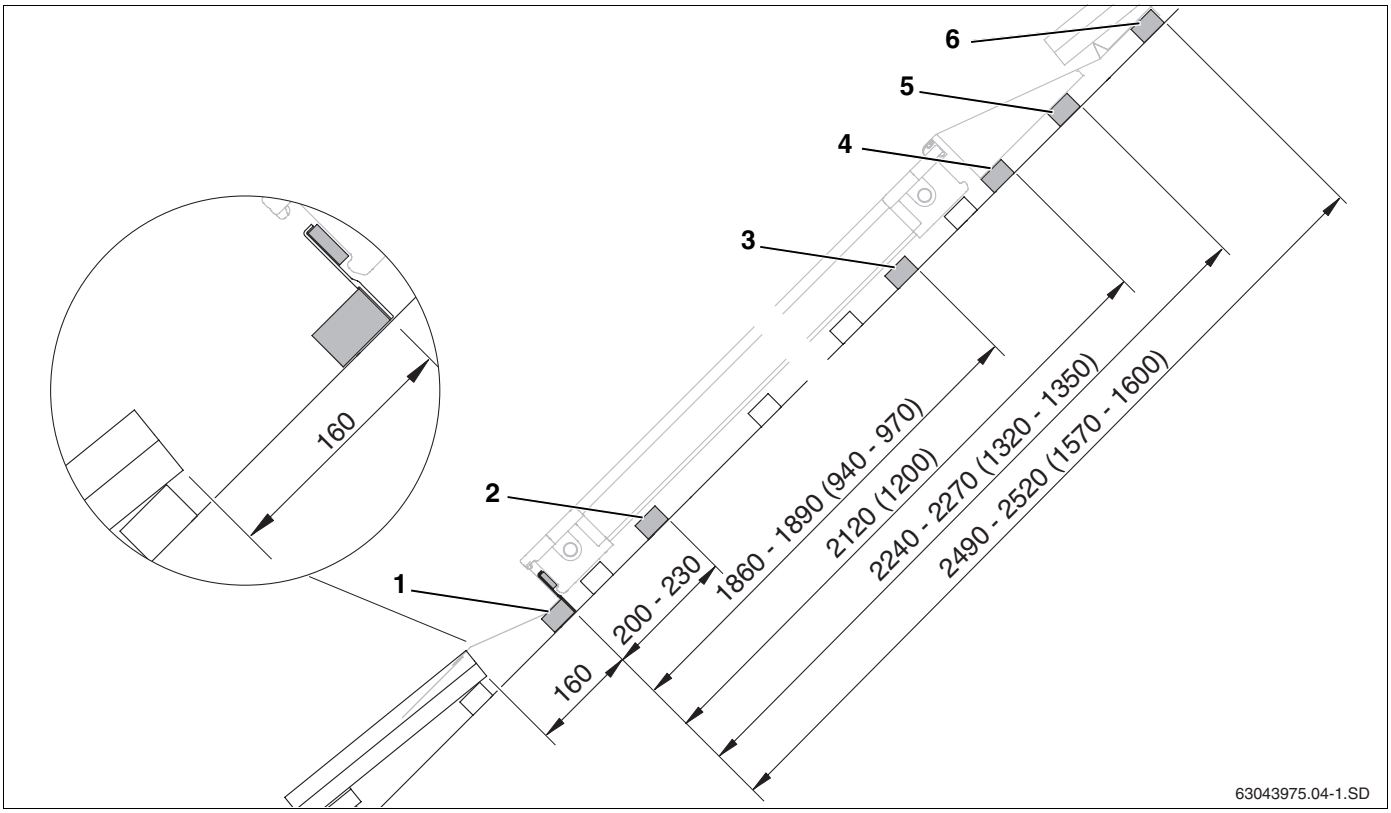

Abb. 14 Abstände der zusätzlichen Dachlatten bei einreihiger Montage (Maße in mm, Werte in Klammern = waagerechte Ausführung)
- Erste Dachlatte mit den Abrutschsicherungen anbringen (Abb. 14, **Pos. 1**).
- Zweite Dachlatte für die seitlichen Niederhalter unten anbringen (Abb. 14, **Pos. 2**).
- Dritte Dachlatte für die seitlichen Niederhalter oben anbringen (Abb. 14, **Pos. 3**).
- Vierte Dachlatte zur Unterstützung des Styroporkeils der oberen Abdeckbleche anbringen (Abb. 14, **Pos. 4**).
- Fünfte Dachlatte zur Unterstützung der oberen Abdeckbleche anbringen (Abb. 14, **Pos. 5**).
- Sechste Dachlatte zur Unterstützung und Befestigung der oberen Abdeckbleche anbringen (Abb. 14, **Pos. 6**).
Bei der mehrreihigen Montage sind die Dachlatten der ersten Reihe wie bei der einreihigen Montage zu verlegen (Abb. 14). Die 5. und 6. Latte entfallen bei der unteren Reihe.